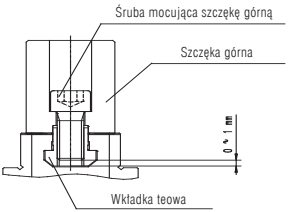

Rys. 20
- **Jeśli pogłębienie pod łeb śruby mocującej szczękę górną do wkładki teowej jest zbyt małe może nastąpić uszkodzenie wkładki teowej. Jeżeli śruba wystaje poza powierzchnię dolną wkładki teowej szczęka górna nie jest zamocowana nawet pomimo całkowitego dokręcenia śruby mocującej. Może to spowodować niebezpieczeństwo wypadnięcia szczęki i przedmiotu obrabianego. Dlatego też całkowita długość śrub mocujących szczęki górne powinna być mniejsza o 0~1 mm od dolnej powierzchni wkładki teowej (patrz Rys. 20).**